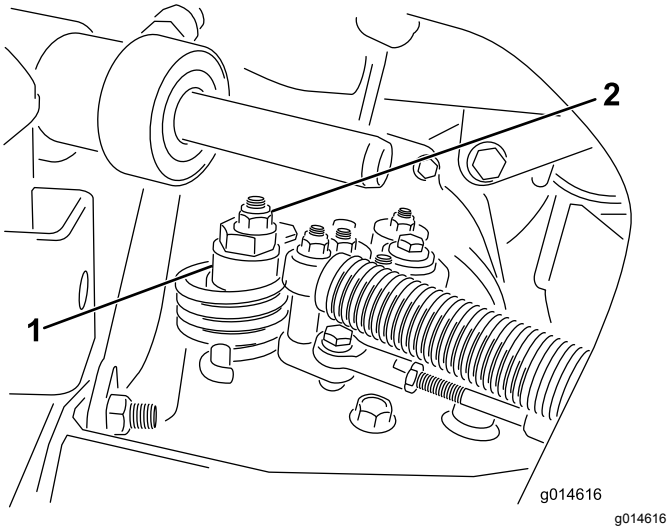

Figur 39
A. Løsn møtrikken, der fastgør den excentriske bolt til den øverste del af hydrostaten (Figur 39).
C. Drej den excentriske bolt, indtil der ikke forekommer krybning i nogen retning. Når hjulet holder op med at dreje, skal den møtrik, der låser den excentriske bolt og justeringen, tilspændes (Figur 39). Kontroller indstillingen med gashåndtaget i positionen LANGSOM og HURTIG.